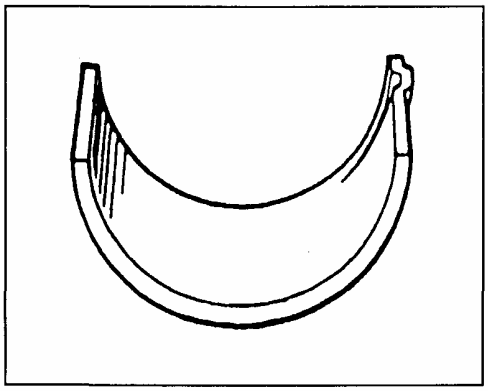

Рис. 161
3) Существует 5 стандартных вкладышей, которые имеют различную толщину (Рис. 161). Для различия на задней стороне нанесена метка "0.00". Вкладыши в зависимости от толщины разбиты на группы, показанные в таблице ниже.